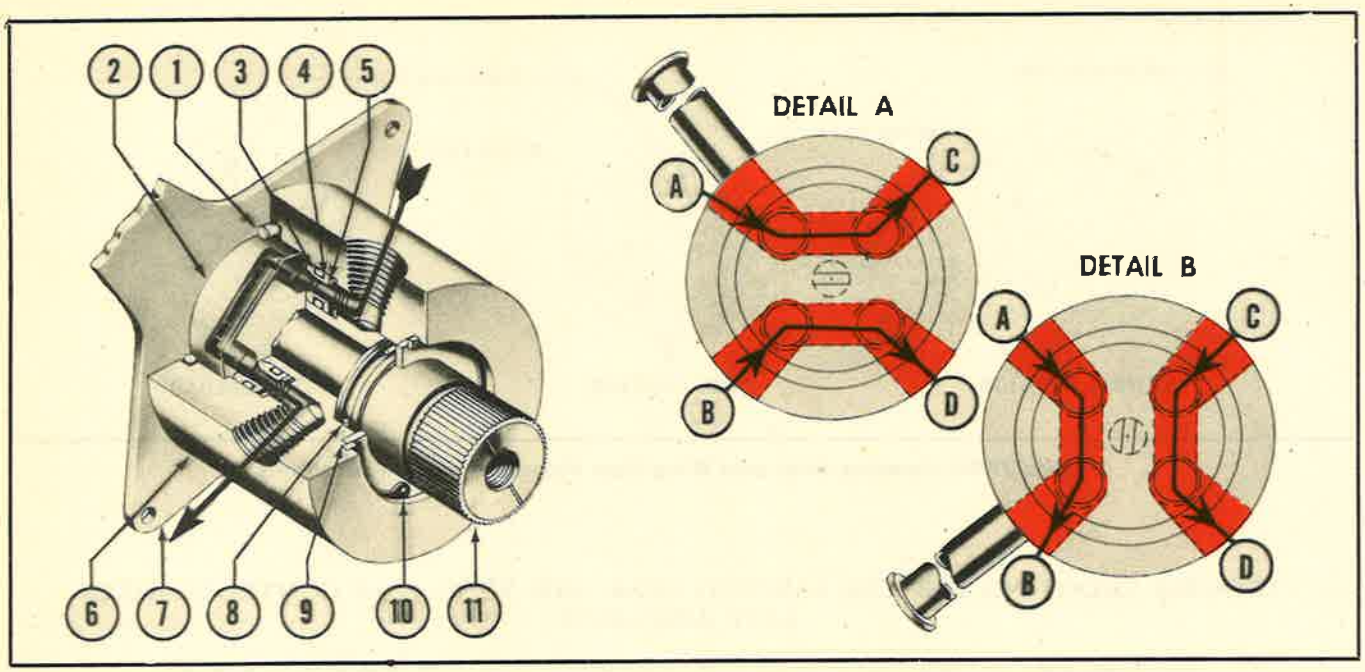

Figure 390B—Landing Gear and Wing Flap Valve Assembly—Late Airplanes
(b) LANDING GEAR CONTROL VALVE—LATE AIRPLANES. *(See figure 390B.)*
6. TESTS BEFORE INSTALLATION.—Test for leakage by applying pressure, from a hand or motor operated hydraulic pump, as outlined in tabulation under figure 390B.